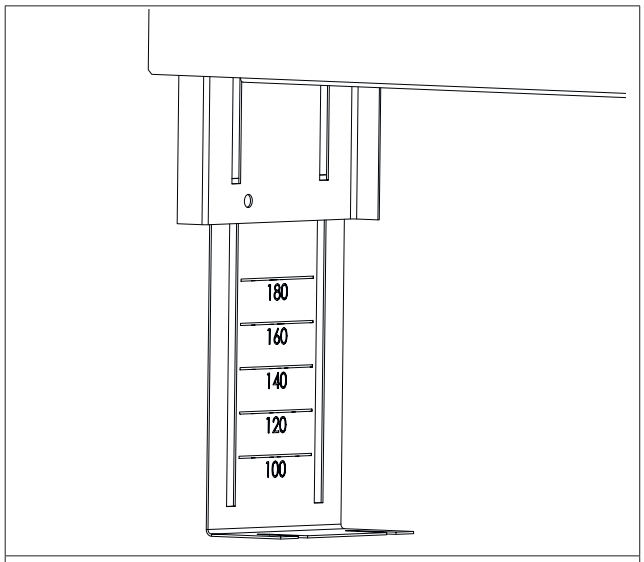

Fig. 7: Marquage de la hauteur
2. Ajuster les pieds du coffret pour pose en applique à la hauteur souhaitée. Respecter la hauteur de la chape lors de l'ajustage des pieds. La surface de la chape devrait se situer au moins 1 cm au-dessus du bord inférieur du cache pour chape. Un marquage de la hauteur apparaît en extrayant le pieds (voir Fig. 7 en page 30). Les dimensions indiquent la distance entre le plancher et le bord inférieur du cache pour chape. Ajuster les pieds en desserrant les écrous papillons et les fixer en serrant les écrous papillons.